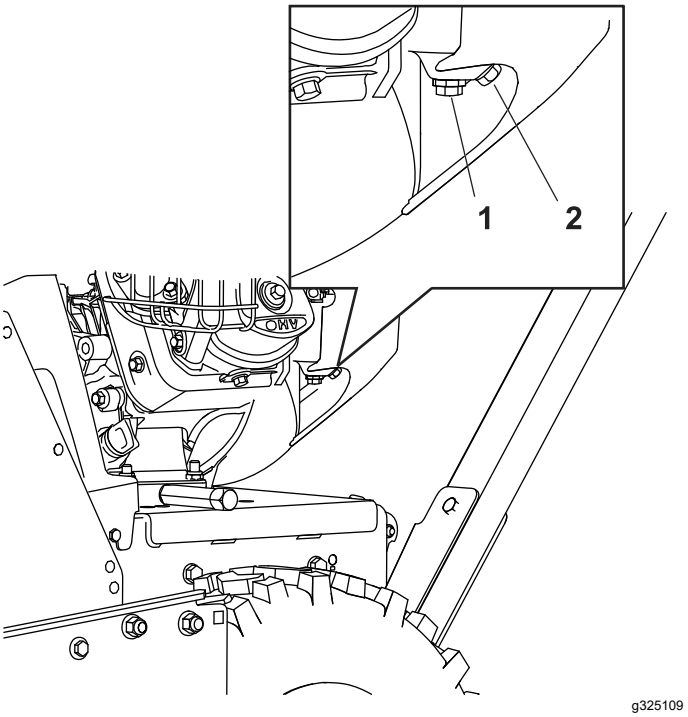

Figur 31
1. Find aftapningsskruen, der sidder i sideporten på karburatorbeholderen (Figur 31).